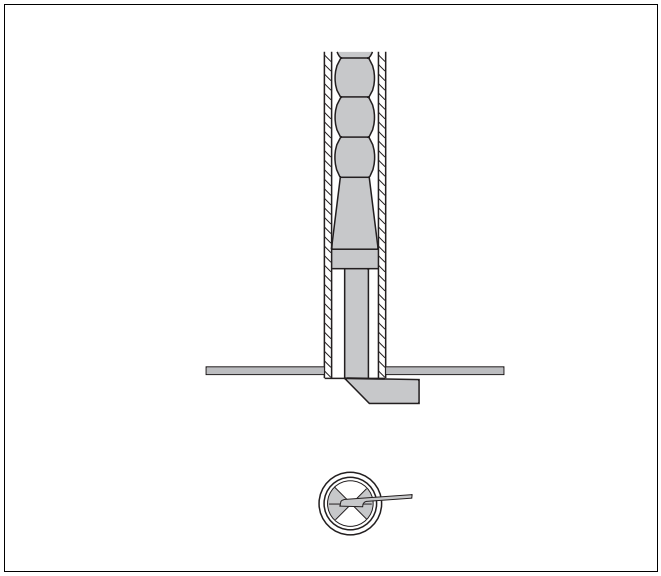

Rys. 49 Sprawdzenie turbulizatorów
- Sprawdzić, czy końcówki oporowe turbulizatorów przylegają poziomo do strony czołowej płomieniówek (rys. 49).